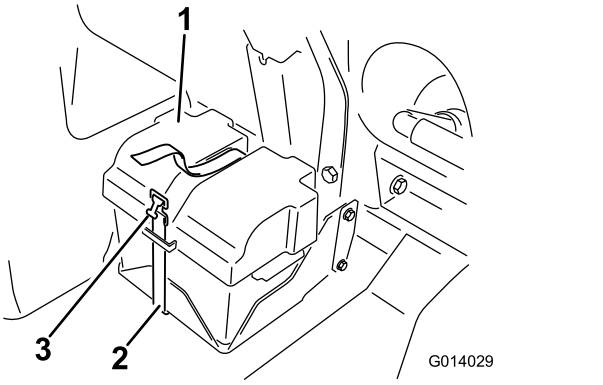

Figura 89
2. Retire la tapa de la batería y desconecte el cable negativo (negro) del borne de la batería (Figura 89).
4. Instale la tapa de la batería y sujétela con la correa que retiró anteriormente (Figura 89).